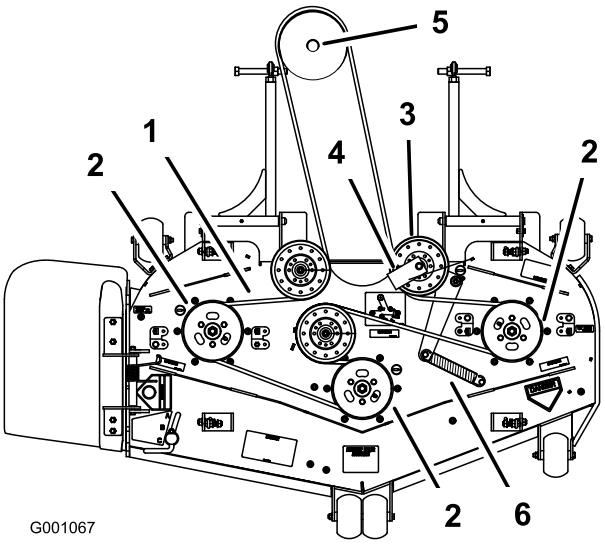

Figur 68
8. Monter den nye remmen rundt knivremskivene og girkasseremskiven under motoren (Figur 68).
9. Monter remføreren på den fjærbelastede lederullen i en vinkel på 45 grader som vist i Figur 68.
11. Monter ledefjæren på de to postene (Figur 68).